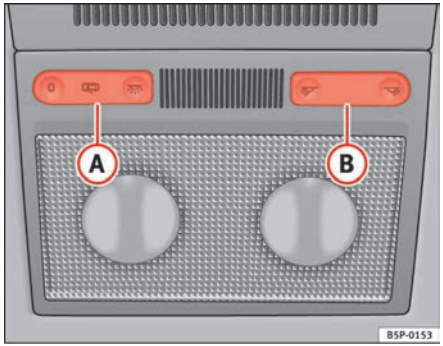
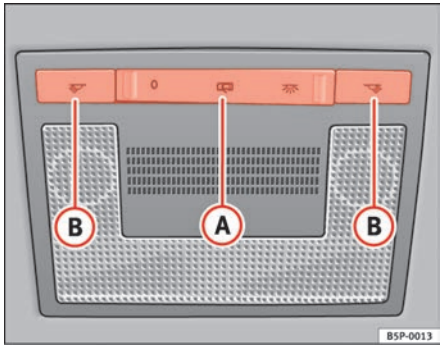

Fig. 80 Interior roof trim: front reading lights, type 1
Fig. 81 Interior roof trim: front reading lights, type 2
Press the corresponding button ⇒ fig. 80 (B) and ⇒ fig. 81 (B) to switch on the reading light.